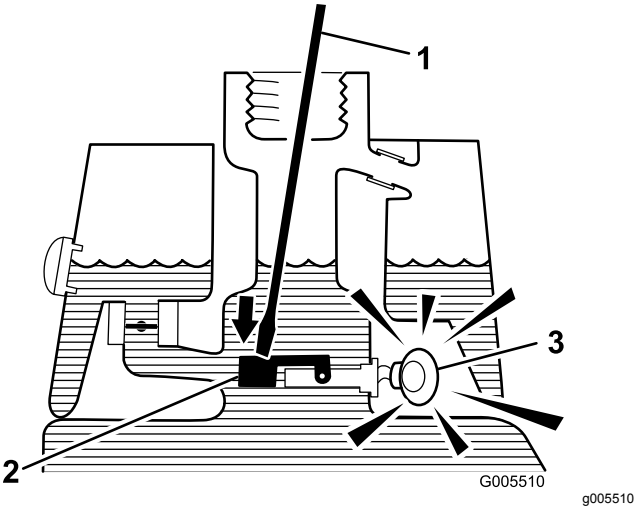

Figur 41
3. Sett en ren stang eller skrutrekker inn i tankåpningen, og trykk oljenivåflytebryteren forsiktig ned (Figur 41): Alarmen skal gå etter tidsforsinkelsen på ett sekund.